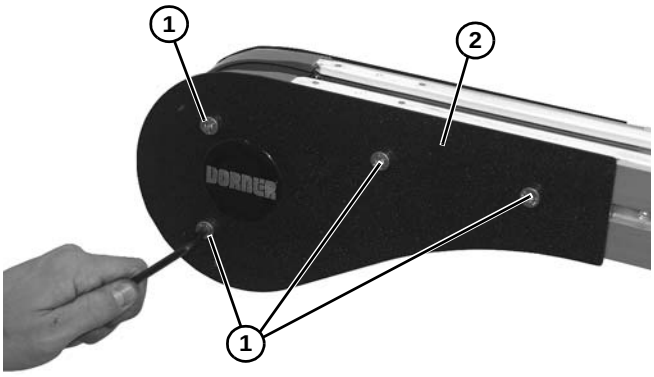

Figure 65
1. Remove four (4) head plate fastening screws **(Figure 65, item 1)** and remove cover plate **(Figure 65, item 2)**. Repeat on opposite side of idler tail assembly.